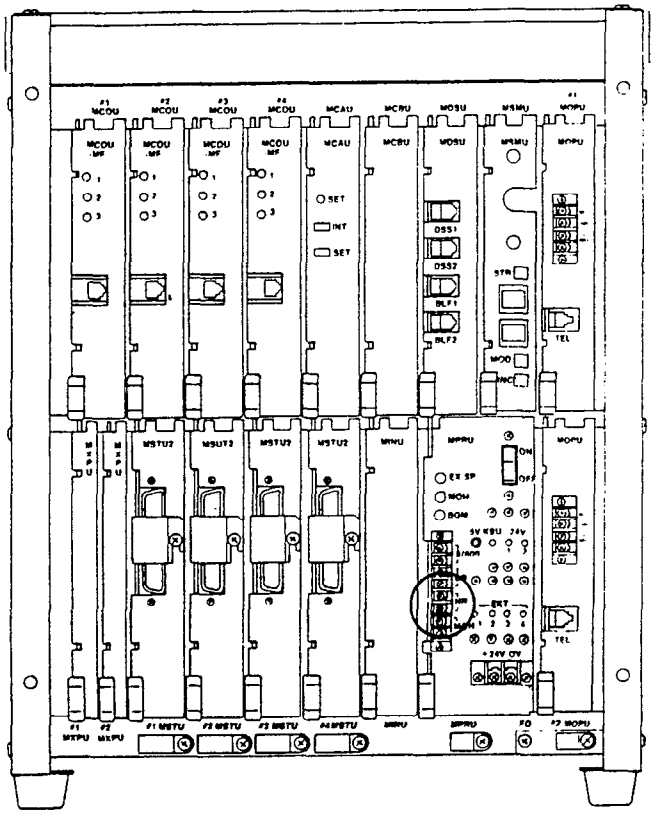

FIGURE 47—NR CONTACTS
12.92 To provide this service, obtain and install the optional NR (K2) relay on the MPRU PCB per Paragraph **05.11.** Connect the external device to the NR contacts on the front of the MPRU (see Figure 47).